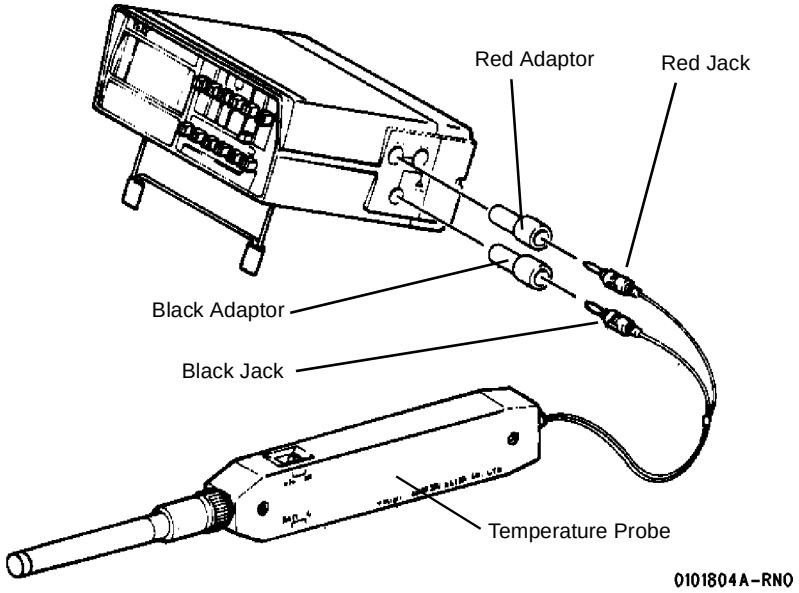

**Figure 2 Connecting the Temperature Probe to the DMM**
3. ( Figure 2): Connect the Temperature Probe to the DMM.